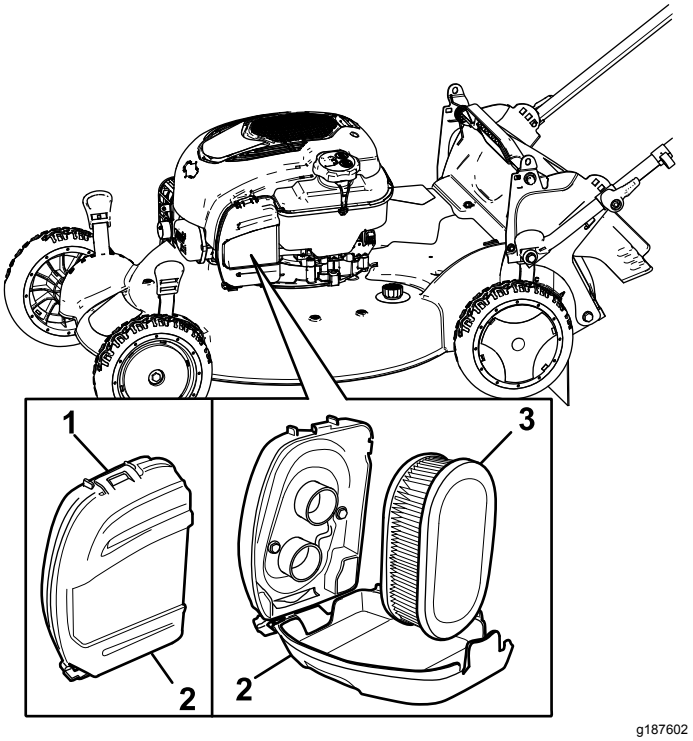

Figur 32
1. Öppna klämman överst på luftfilterkåpan (Figur 32).
2. Ta bort luftfiltret (Figur 32).